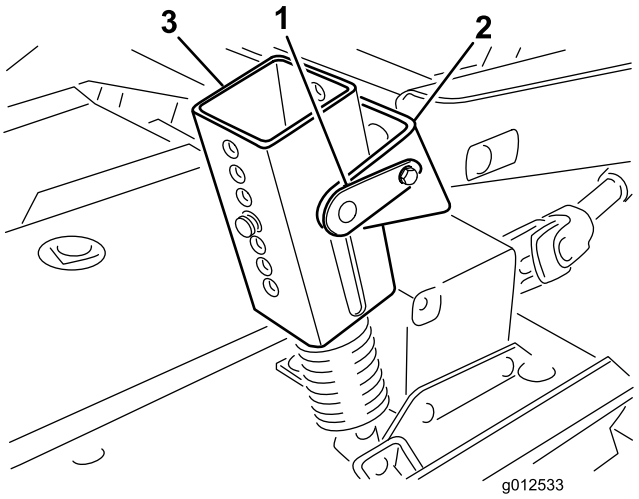

**Figure 1**
2. Sur les groupes de déplacement série 200 seulement, détachez le ressort d'équilibrage du groupe de déplacement, retirez les goupilles de verrouillage des supports, séparez les ensembles de tension de ressort des supports et placez-les sur le plateau (Figure 1).
3. Abaissez le plateau de coupe et retirez les 4 goupilles des supports de hauteur de coupe (Figure 1).